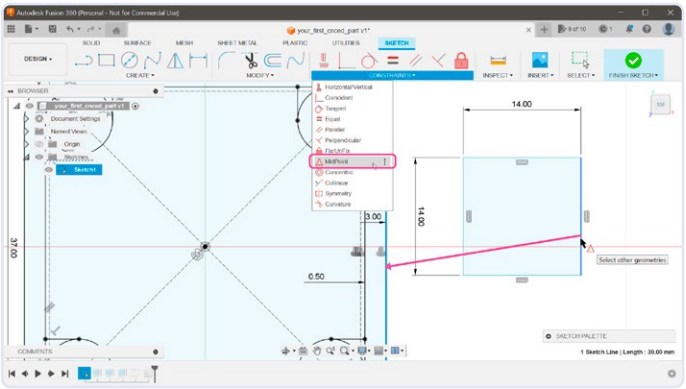

Figuur 17. De rechthoek centreren met de functie MidPoint.
17. Selecteer om de rechthoek naar de juiste positie te verplaatsen de constraint *MidPoint* (**figuur 17**) uit de *Constraint*-groep in de werkbalk. Klik eerst op de rechterlijn van de zojuist aangemaakte rechthoek. Klik vervolgens op de rechterlijn van de wand van de behuizing. Nu zijn beide lijnen op het middel uitgelijnd en wordt de rechthoek verplaatst naar de juiste positie. Herhaal de stappen voor de opening aan de linkerkant en sluit de sketch.